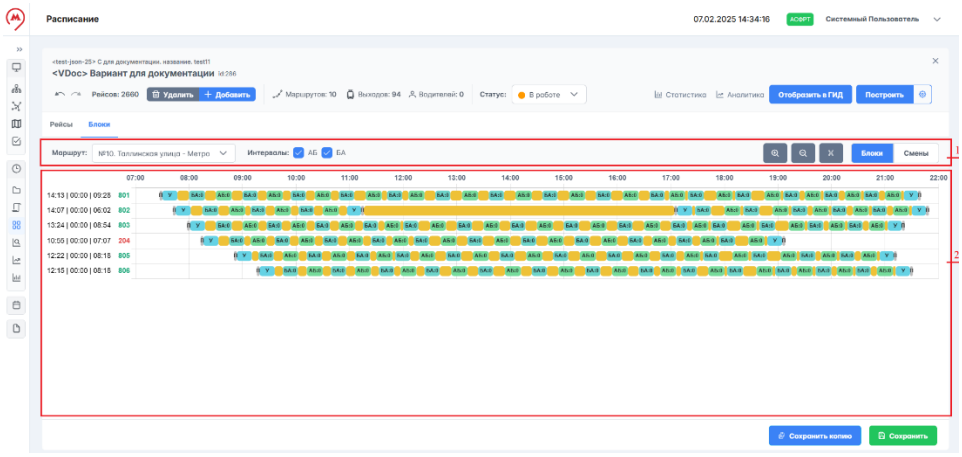

Рисунок 207 – Профиль расписания. Вкладка "Блоки"
На вкладке "Блоки" представлено расписание трамваев и смен для каждого маршрута по отдельности в виде блоков (рисунок 207).
– прямое и обратное направление движения (рисунок 207).